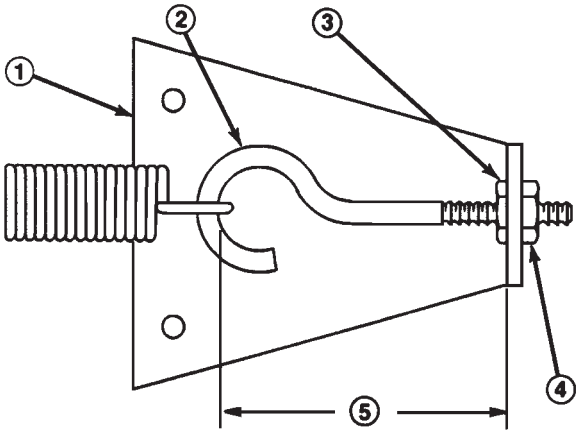

Figure 50
4. Rotate, clockwise, until distance between inside of the eyebolt loop and the inside of the spring anchor plate is shortened 3 mm, as shown in figure 50. Tighten the nut.